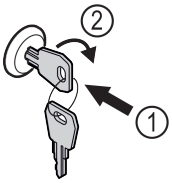

Fig. 128 Voorbeeld
▶ Sleutel erin duwen *Fig. 128 (1)*.
▶ Sleutel 90° rechtsom draaien *Fig. 128 (2)*.